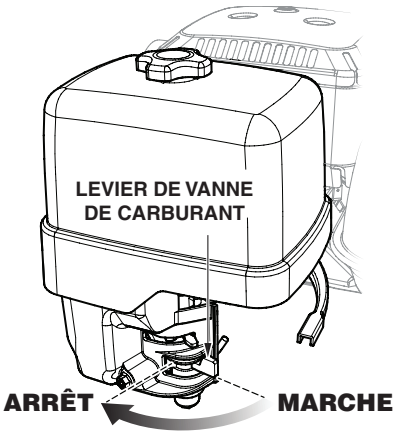

Figure 28. Levier d'arrêt du carburant (position d'arrêt)
3. Déplacer le levier d'arrêt de carburant (Figure 28) à la position d'arrêt **OFF**.